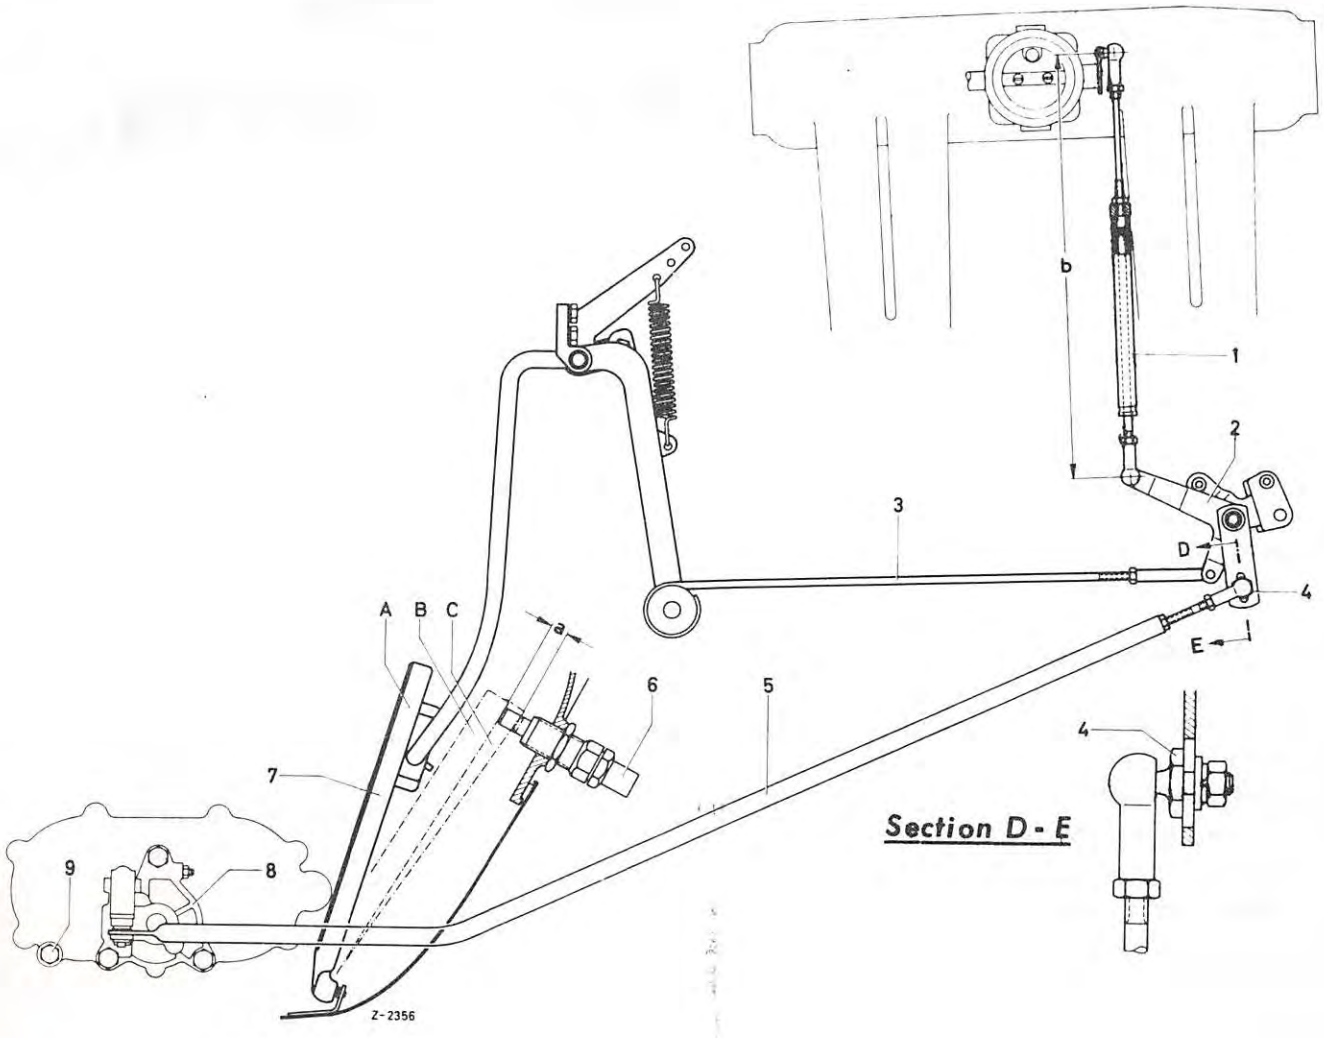

Figure 1
Also with regard to these transmissions, you will have to take care that in case of repairs a particular sleeve shift box may be used only for the respective type of transmission. In no case the standard transmission may be fitted with a sleeve shift box of a previous transmission version or vice versa, as this would damage the transmission. To distinguish this transmission, it has been marked "E" behind the type designation on the type plate (see Figure 1 in Service Information No. 1 of January 1964) as well as behind the designation of the appertaining sleeve shift box.
The automatic DB transmission of Type 190 Dc is controlled by the travel of the accelerator pedal which is connected with the modulating pressure transmitter (8) at the angle lever (2) via the control rod (5) (see Figure 1). In this way, the movement of the accelerator pedal is transmitted direct to the modulating pressure transmitter, and the electrical control is omitted. That means there are no up and down solenoid, idling switch, or electrical kickdown control. If necessary, only the adjustment of the control rod has to be checked and corrected.